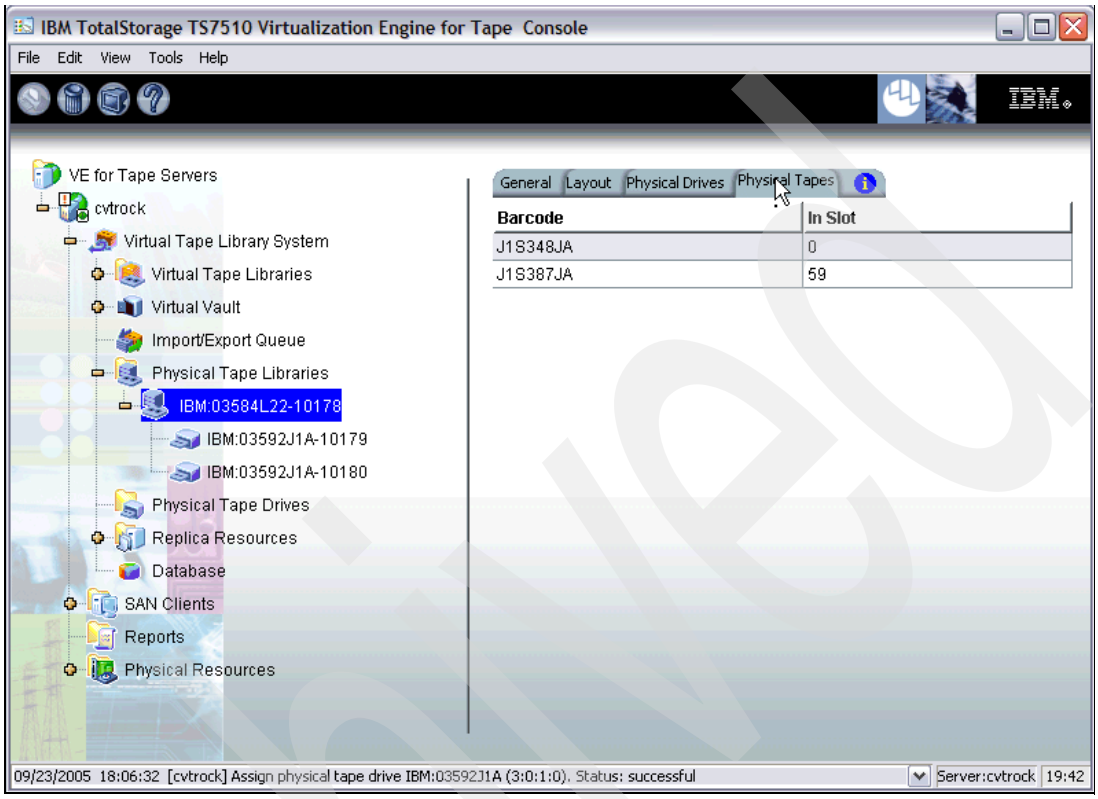

Figure 4-17 Physical Tape Inventory
2. A library inventory starts. After it is done, check the results by selecting the **Physical Tapes** tab as shown in Figure 4-17. This window shows the available physical tape cartridges stored in your tape library.